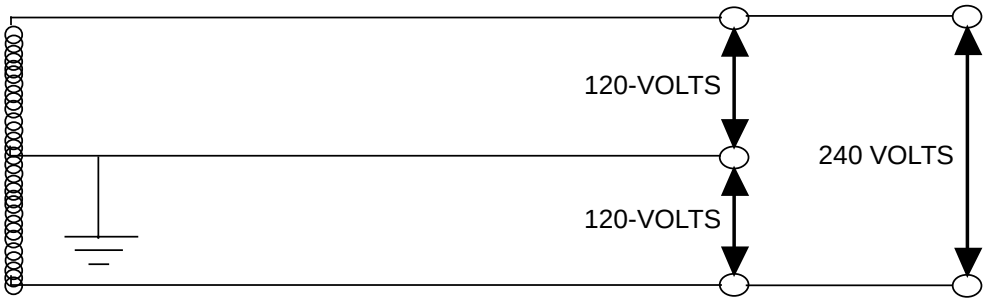

Fig 1-10 Single-Phase, Three-Wire 120/240-Volt system
f. Single-Phase Three-Wire systems have one grounded or neutral wire and two hot wires as shown in figure 1-10. Generally the voltage between either of the hot wires and the neutral is 120-Volts. The difference between the two hot wires is then 240-Volts. The reason this is called a Single-Phase system is because there is no Phase difference between any of the three wires. This type of system is used for lighting loads, portable tools, low power equipment and Single-Phase 240-Volt loads.